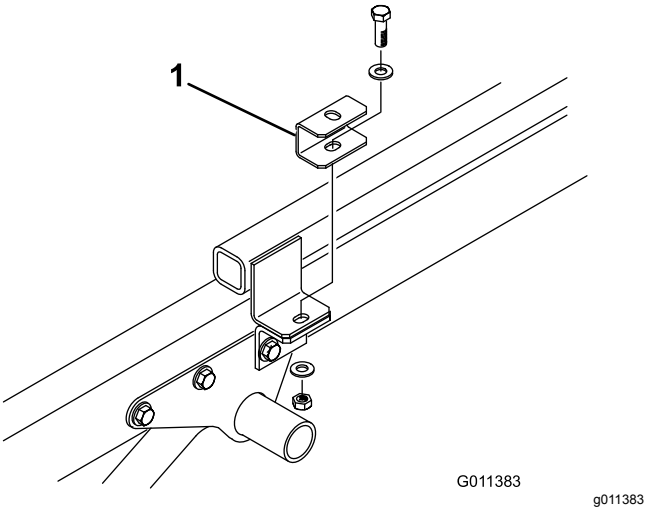

Figur 7
4. Fest et avstandsstykkefeste oppå hver tapp for tilkoblingsrammen med hodeskruen, de to flate skivene og låsemutteren som ble fjernet tidligere (Figur 7).
5. Plasser maskinen på kjøretøyets ramme, og rett inn hullene i de bakre monteringsbrakettene med hullene på hver side av rammen (Figur 7).